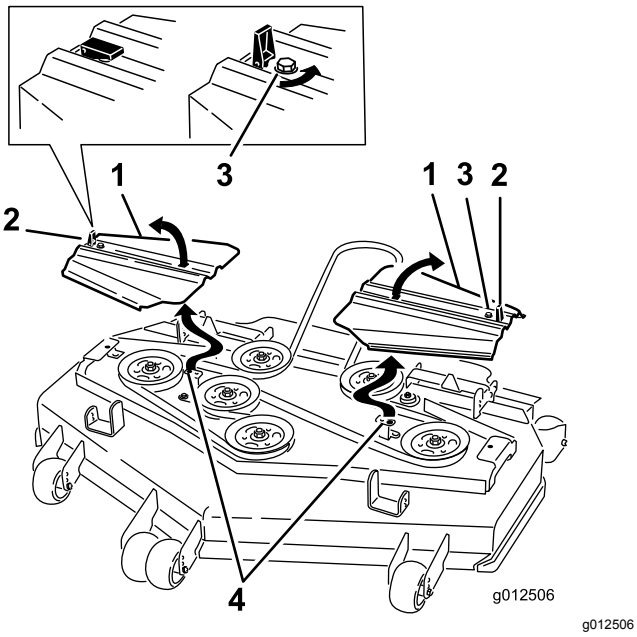

Figur 70
14. Montera remkåporna och för in flikarna i spåren. Montera skruvarna och lås spärrhakarna (Figur 70).